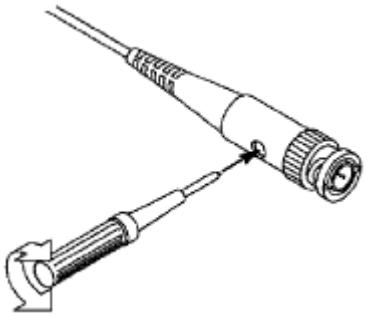

图 3-7：探头调整
2、 检查所显示的波形，调节探头，直到补偿正确。见图 3-6，图 3-7。